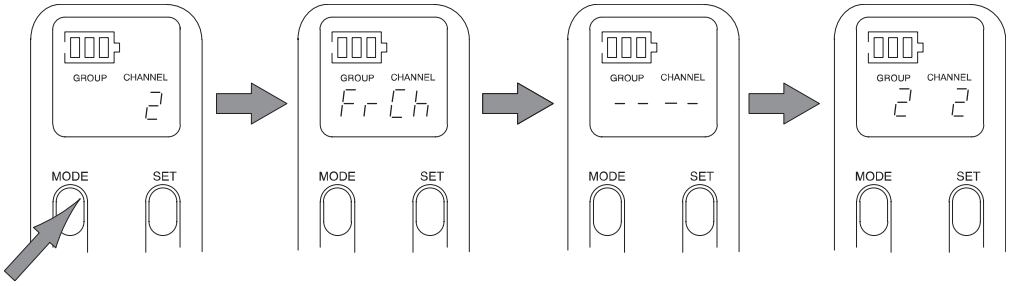

FIGURE 29
6. Press the MODE button again to select the new Channel setting. “FrCh” will appear briefly on the display, indicating that the frequency has changed. Then the new Group and Channel settings will appear. Refer to Figure 29.